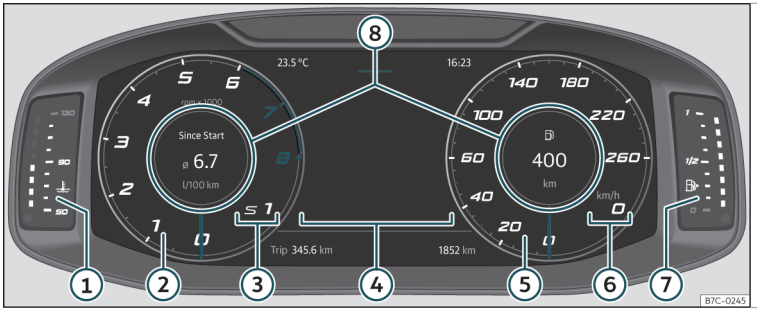

Fig. 55 Digital Cockpit en el tablero de instrumentos (vista clásica).
En la *Vista Clásica* y en *Semicircular watches* se tiene la posibilidad de personalizar la información que aparece en **Perfiles de información** ››› **fig. 55 ⑧**.
Las agujas de revoluciones por minuto y velocímetro aparecen en toda su longitud ›› fig. 55.